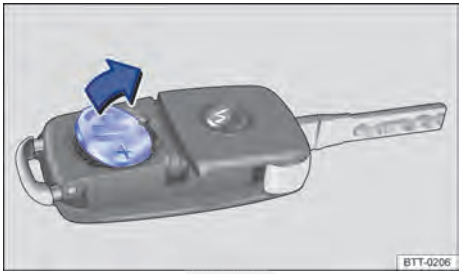

Fig. 22 Chave do veículo com comando remoto: remover a bateria.
– Remover a bateria do alojamento da bateria com uma ferramenta adequada → Fig. 22.
– Posicionar a nova bateria conforme indicado → Fig. 22 e pressionar no sentido contrário ao da seta para dentro do alojamento da bateria → ⓘ.